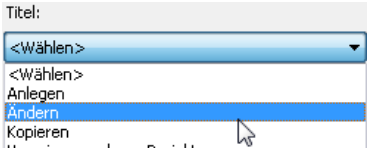

Bild 18.29 – Ändern eines Titels
- Rufen Sie den neuen Titel *Haustechnik* zum *Ändern* auf (Abb. 18.29).